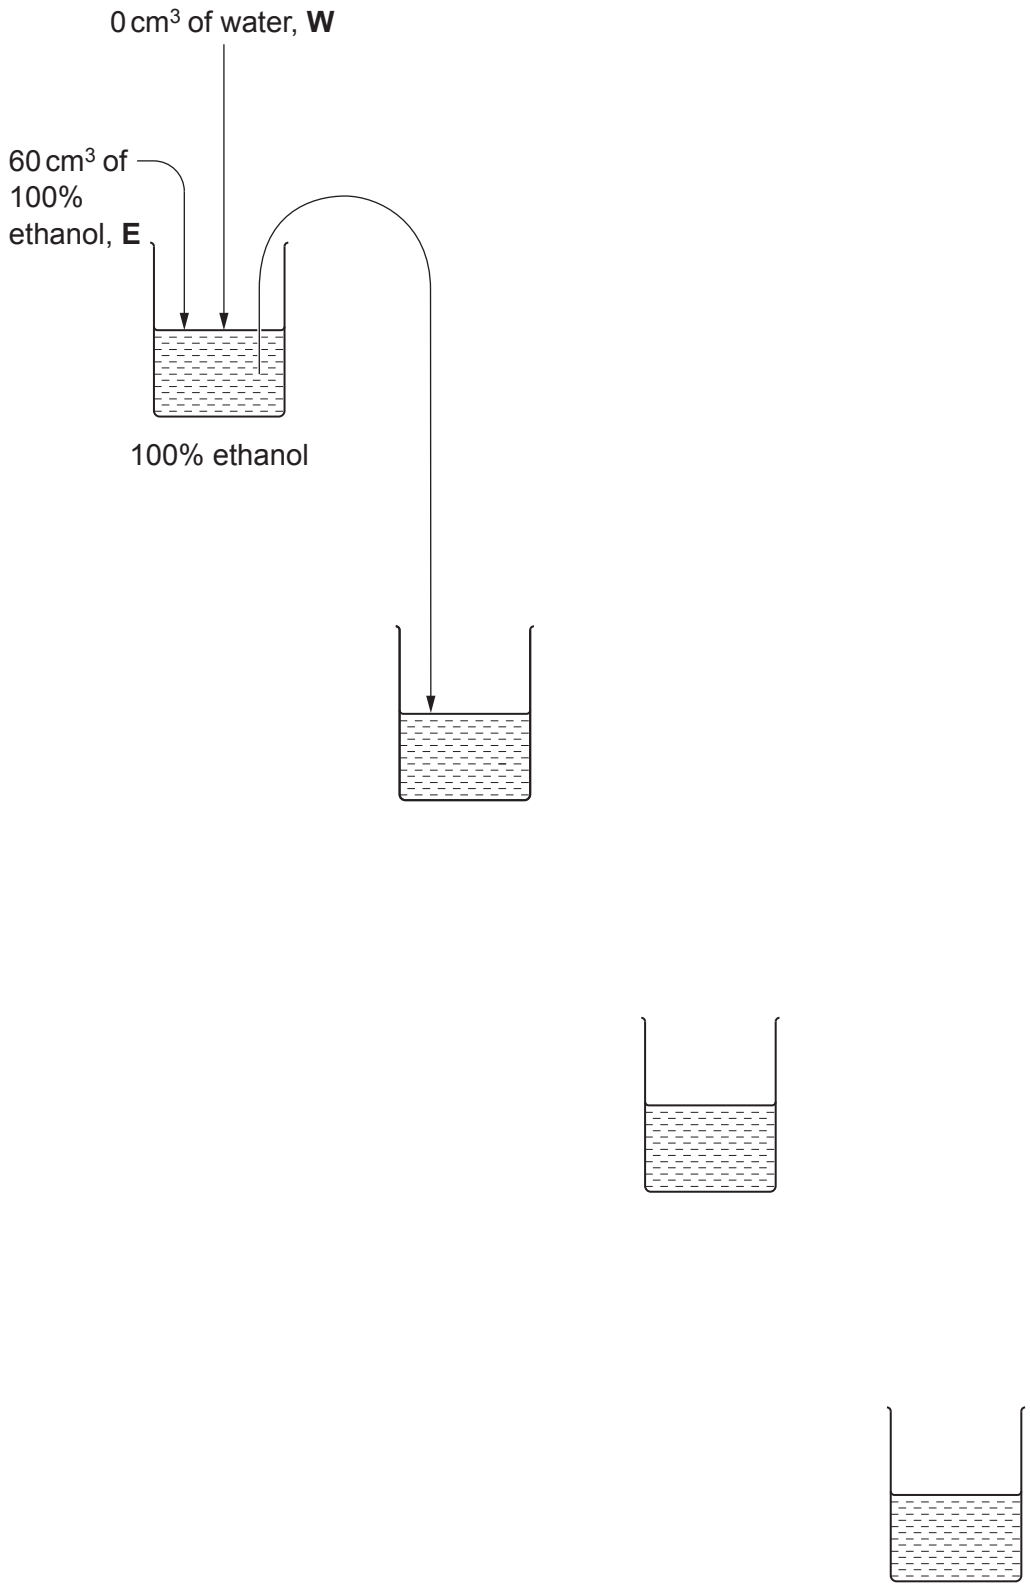

Fig. 1.2
(ii) Complete Fig. 1.2 to show how you will prepare your serial dilution.
step 8 Prepare the concentrations of ethanol as shown in Fig. 1.2.